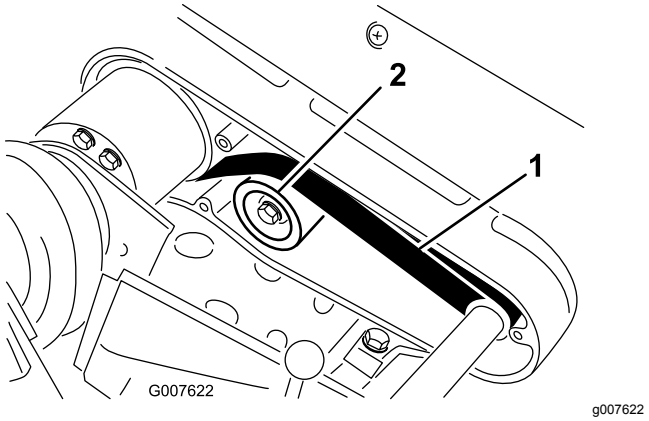

Figuur 45
2. Controleer de spanning door de riem midden tussen de poelies (Figuur 45) in te drukken met een kracht van ongeveer 2,5 kg (22 tot 26 N).
A. Maak de montagemoer van de spanpoelie los en draai de spanpoelie rechtsom tegen de achterzijde van de riem totdat de riem de vereiste spanning heeft (Figuur 45).